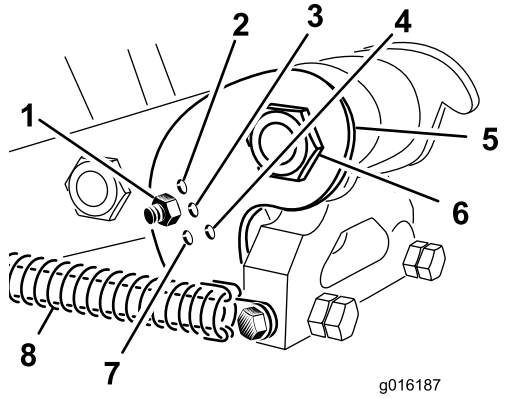

Figur 36
Velg stilling for skråstillingsbraketten (Figur 36) etter ønsket pipelengde. Stoppehodet er stilt inn til én av fem forhåndsbestemte stillinger ved å velge det hullet der justeringsstangen er boltet gjennom. Disse hullene er kun forhåndsinnstilte. Dvs. at ved å bruke en 2,5 cm lang pipe i en stilling på 3,6 cm, kan du oppnå en jevnere overflate, avhengig av bruksområdet.
3. Løsne fjærspenningen ved pipehodet (Figur 36).
4. Fjern mutteren og bolten i justeringshullene i skråstillingsbraketten (Figur 36).
5. Roter skråstillingsbraketten til den står riktig i forhold til ønsket hull i armen, og monter bolten og mutteren (Figur 36).